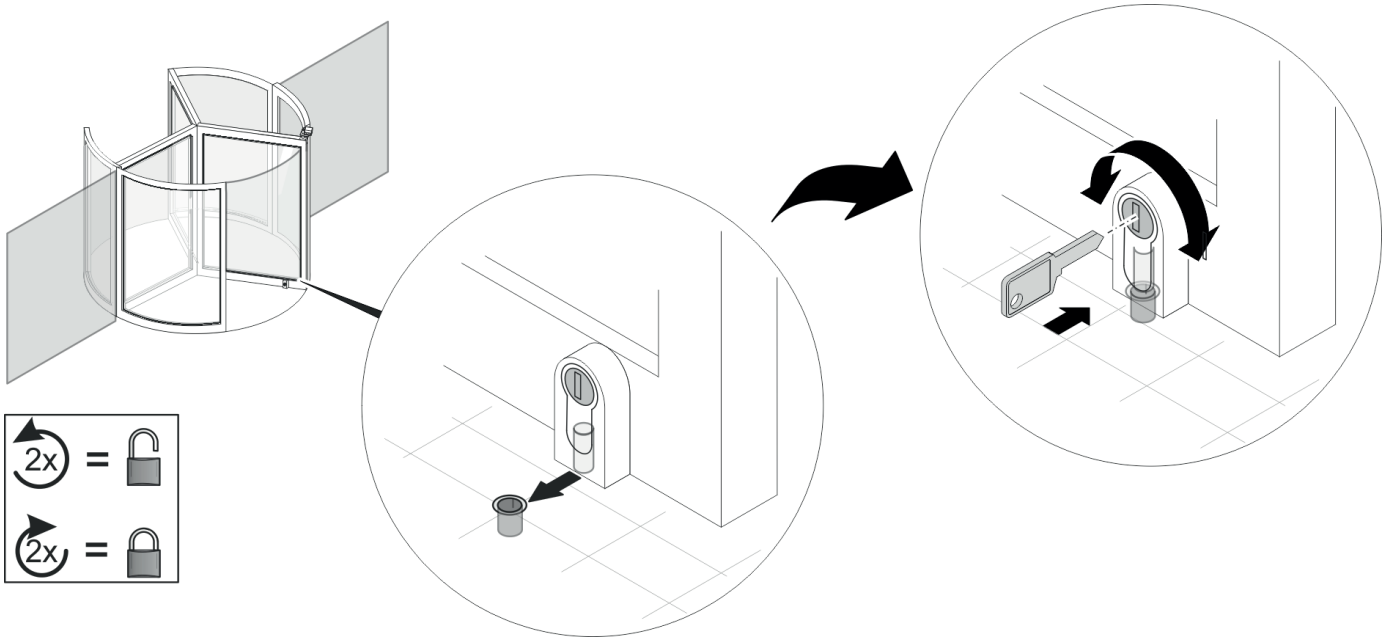

Abb. 6 Dispositif de verrouillage au sol
1. Déverrouiller la serrure au sol sur le vantail avec la clé. Déverrouiller ensuite le cylindre de fermeture (Abb. 6) en effectuant 2 tours complets.
1. Aligner le vantail avec la serrure au sol sur la douille au sol située dans le sol (Abb. 6/milieu).
2. Verrouiller la serrure au sol sur le vantail avec la clé. Verrouiller ensuite le cylindre de fermeture (Abb. 6/droite) en effectuant 2 tours complets.